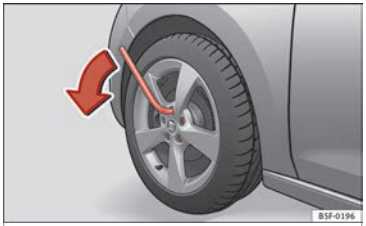

Fig. 62 Changing a wheel: loosen the wheel bolts.
• Grip the end of the box spanner and turn the wheel bolt about **one** turn anti-clockwise ››› Fig. 62.